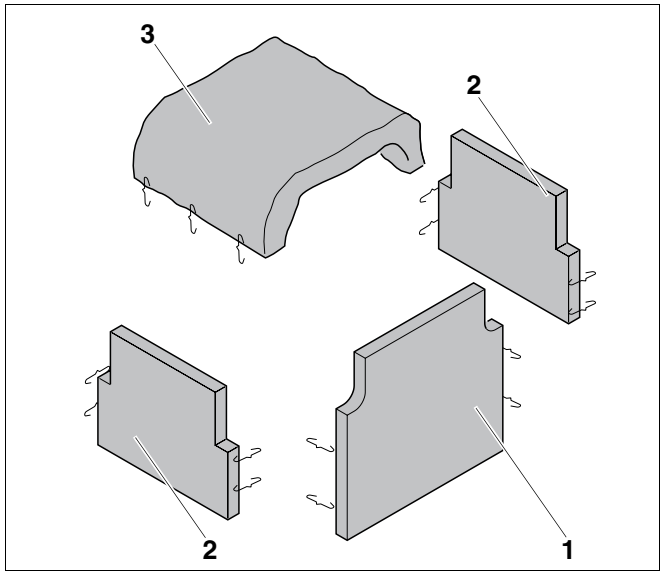
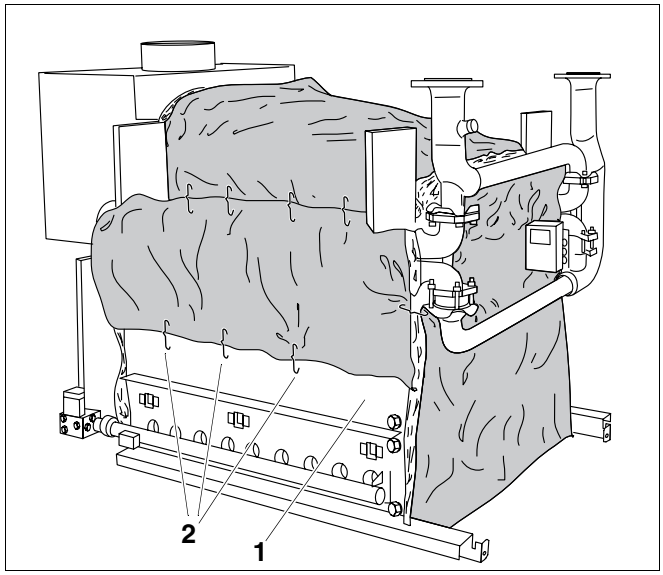

Рис. 49 Теплоизоляция
Рис. 50 Собранная теплоизоляция
- Уложить теплоизоляцию (рис. 49, **поз. 3**) сверху на коллектор дымовых газов.
- Боковую теплоизоляцию (рис. 49, **поз. 2**, прямоугольная с вырезами) прижать к котловому блоку и уложить вокруг большой ступицы.
- Уложить нижнюю часть боковой теплоизоляции котлового блока (рис. 49, **поз. 2**) на крышку для чистки над газовой горелкой (рис. 50, **поз. 1**) и закрепить пружинными крюками (рис. 50, **поз. 2**), зацепив их за предусмотренные для этого отверстия в крышке.
- Прижать переднюю часть теплоизоляции (рис. 49, **поз. 1**) спереди котлового блока и сцепить пружинными крюками с соседней теплоизоляцией. Также закрепить теплоизоляцию внизу.